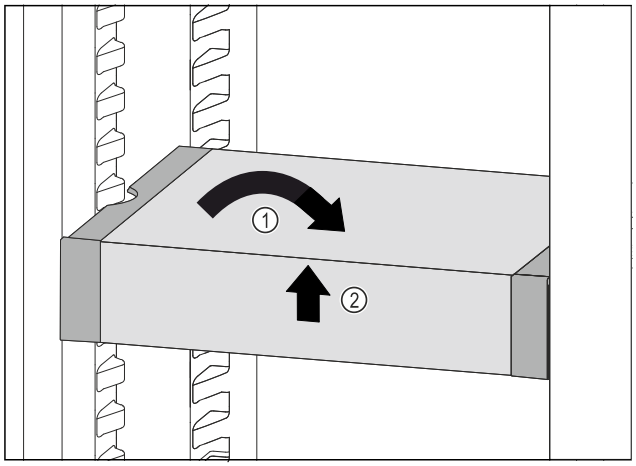

Fig. 162
▶ Set VarioSafe straight. *Fig. 162 (1)*
▶ Lift VarioSafe at the front. *Fig. 162 (2)*